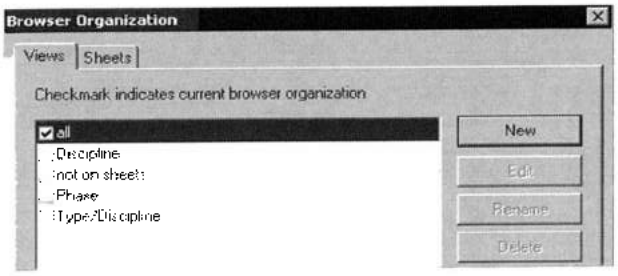
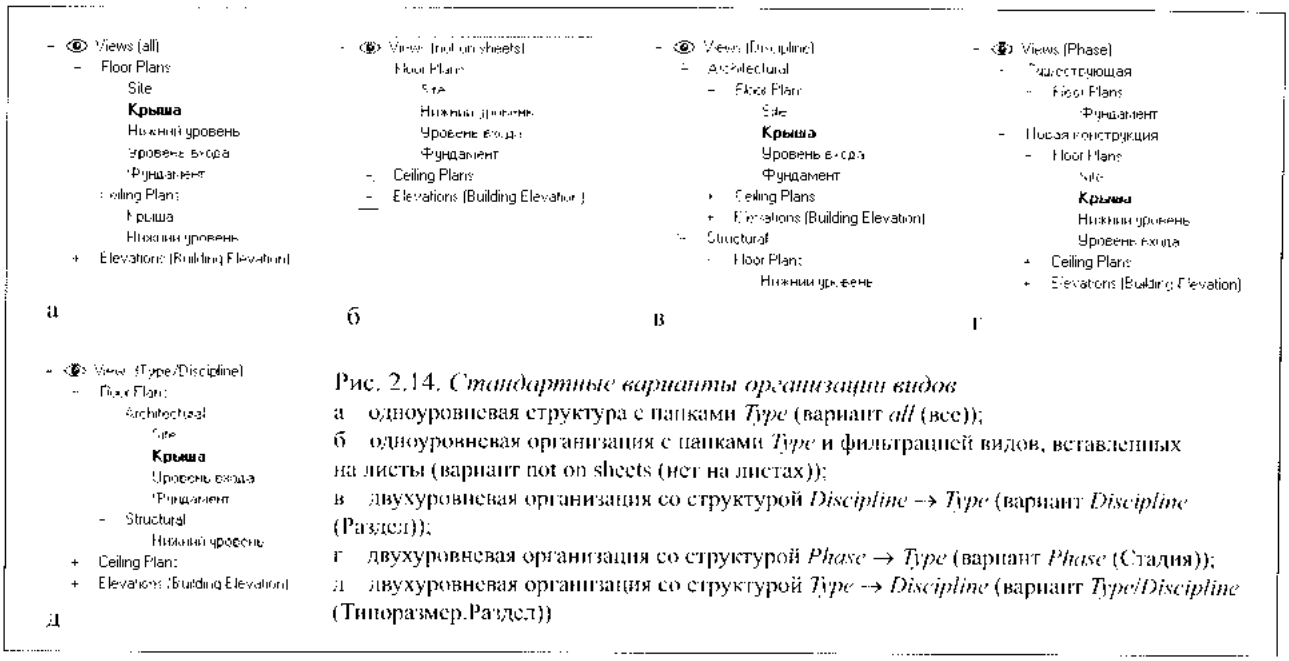
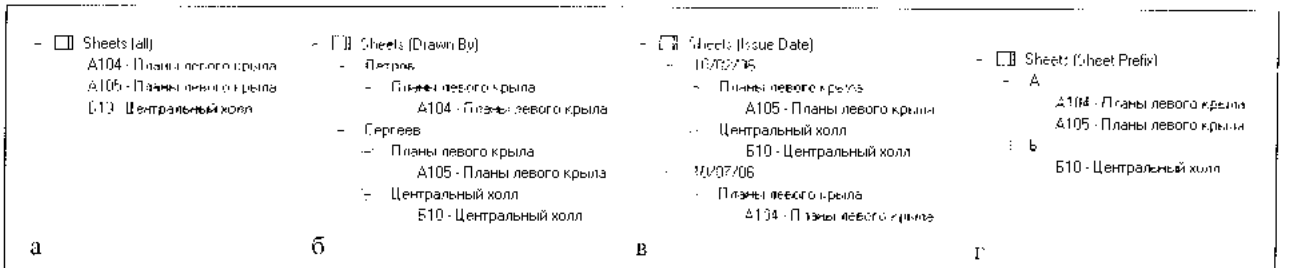

Рис. 2.13. *Настройка организации проекта*
Рис. 2.14. *Стандартные варианты организации видов*
Рис. 2.15. *Стандартные варианты организации листов*
Организацию Навигатора проекта можно изменить, открыв на ленте **View** в разделе **Windows** (Окна) кнопкой **User Interface** (Пользовательский интерфейс) меню и выбрав в нем **Browser Organization** (Организация Навигатора проекта). Откроется одноименный бокс (рис. 2.13), в котором нужно задать вариант организации для видов на вкладке **Views** (Виды) и для листов на вкладке **Sheets** (Листы).
На рис. 2.14 показана организация видов в Навигаторе проекта в зависимости от варианта, выбранного на рис. 2.13 на вкладке **Views**. В варианте *not on sheets* и вставке на лист какого-либо вида из категории *View* этот вид будет покидать указанную категорию. В результате в категории *Views* остаются только те виды, которых нет на листах.
На рис. 2.15 показана сортировка листов в Навигаторе проекта в зависимости от выбранного на рис. 2.13 на вкладке **Sheets** варианта организации. Имена папок,
1. Нажать в боксе **Browser Organization** (см. рис. 2.13) кнопку **New**. В открывшемся боксе ввести имя нового варианта сортировки и отбора данных и нажать OK.